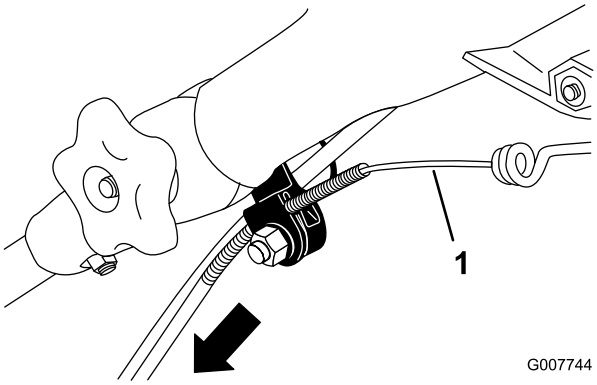

Figur 36
3. Dra kabelkappen nedover helt til du fjerner slakken i den eksponerte kabelen (Figur 36).